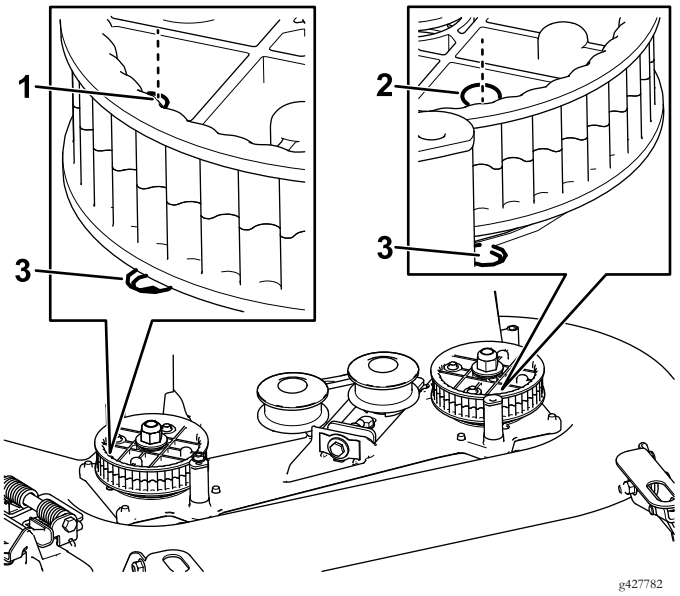

Figure 25
6. Align the holes in the right and left sprockets with the holes in the deck as shown in Figure 25.